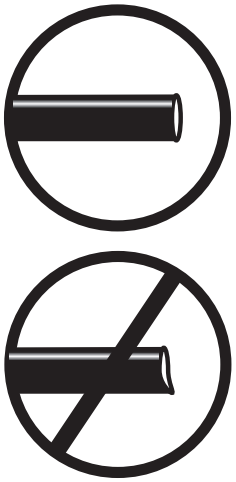

fig. 6
a. Check the air line connection by deflating the spring and removing the line by pulling the collar against the fitting and pulling firmly on the air line. Trim 1" off the end of the air line. Be sure the cut is clean and square (see fig. 6). Reinsert the air line into the push-to-connect fitting.
2. If the preceding steps have not resolved the problem, call Air Lift customer service at (800) 248-0892.